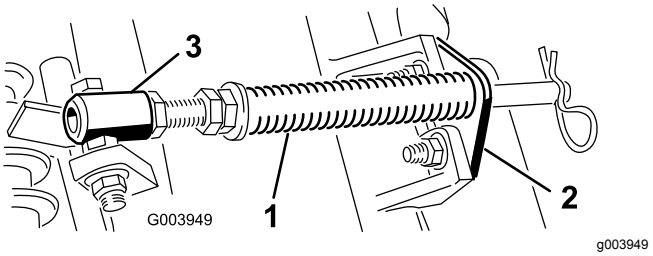

Figur 5
A. Demontera de två vagnskruvar och muttrar som håller fast stångbeslaget på klippenhetens flikar (Figur 5).
B. Demontera den flänsmutter som håller fast fjäderrörets bult på bärramens flik (Figur 5). Ta bort enheten.